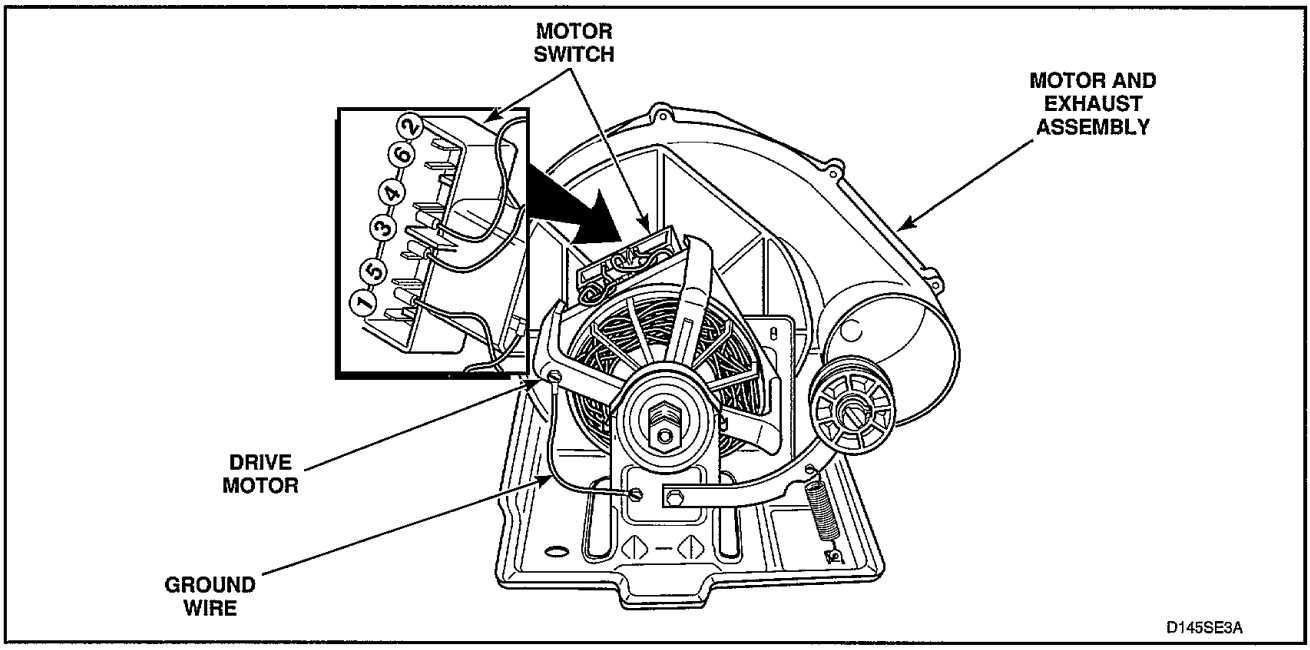

Figure 48
39. DRIVE MOTOR ***(Figure 48)***